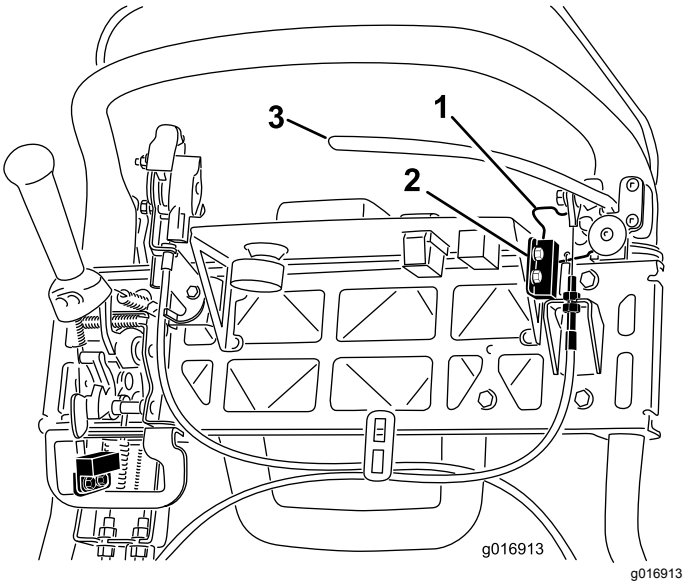

Figur 45
4. Lossa och ta bort säkerhetsbrytarens fästelement (Figur 45).
5. Placera ett 1,6 mm tjockt mellanlägg mellan parkeringsbromsspärren och säkerhetsbrytaren (Figur 45).
4. Öka kabelspänningen genom att lossa kabelns övre kontramutter och dra åt den nedre kontramuttern (Figur 45) tills det behövs en kraft på 156 N på bromsspakens handtag för att frigöra parkeringsbromsspärren.